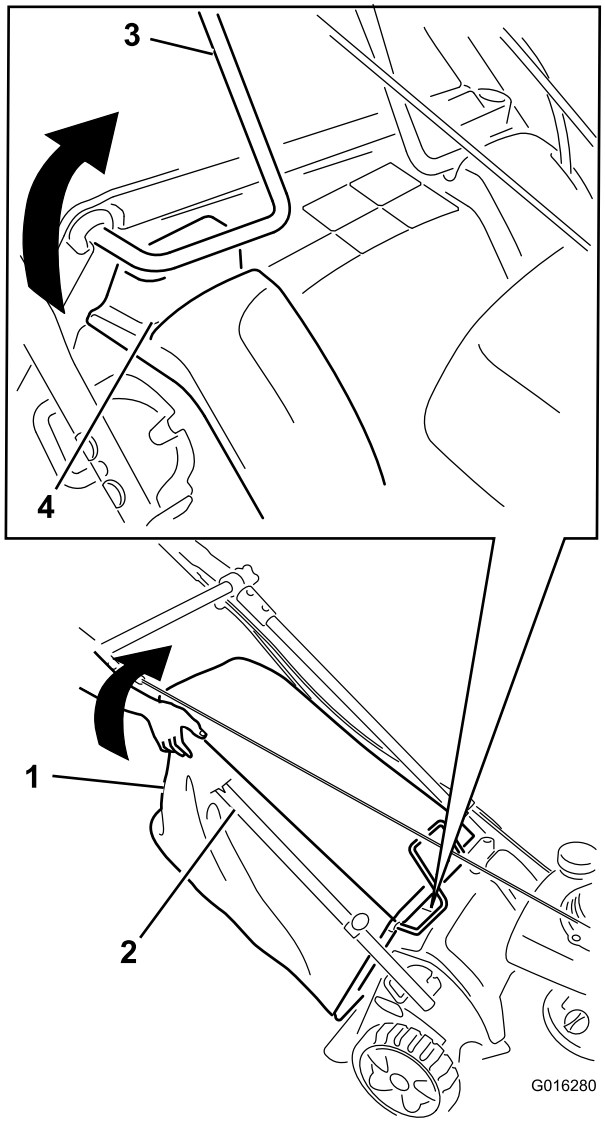

Figuur 50
5. Terwijl de motor draait tilt u de rechterachterhoek van de grasvanger op tot het frame bovenaan rechts aan de voorkant van de grasvanger volledig uit de rechtergleuf is getild (Figuur 50). **De motor moet afslaan.**